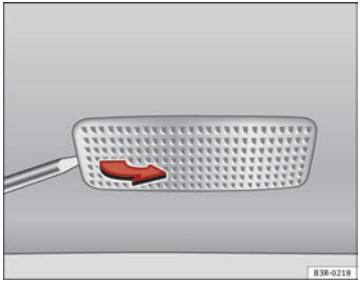

Fig. 239 Removing sun visor light
– Remove the bulb carefully, using the flat part of a screwdriver ⇒ fig. 239.